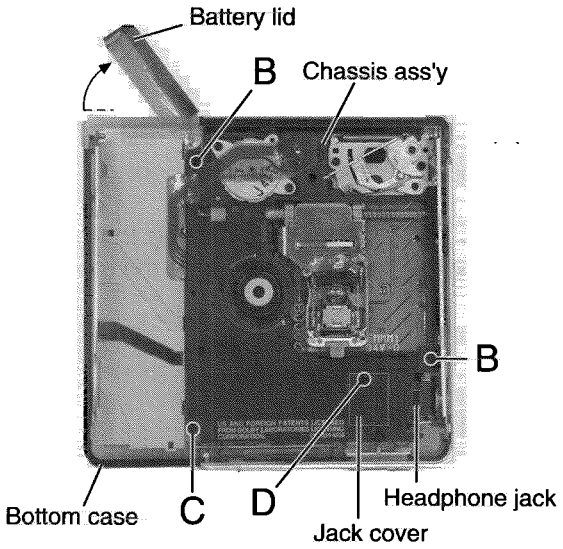

Fig.5
■Removing the chassis ass'y (See Fig.5 and 6)
3. Remove the one screw E attaching the arm (L).
4. Remove the chassis ass'y and the arm (L) while releasing them from the headphone jack on the bottom case.